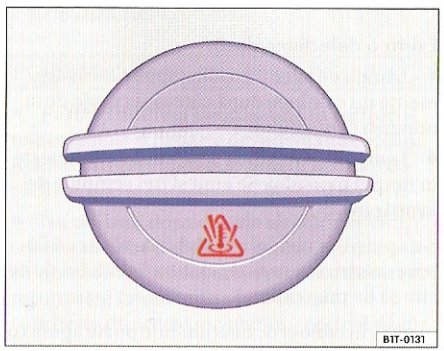

Fig. 15 Imagine de referință: Capacul rezervorului lichidului de răcire în compartimentul motor.
– Puneți o lavetă groasă pe capacul vasului de expansiune ⇒ fig. 15 și deșurubați capacul cu atenție ⇒ ⚠